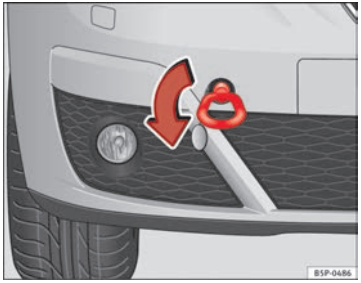
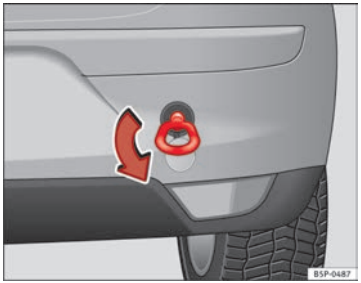

Fig. 204 The front right section of the vehicle: Fitting the front towing eye
Fig. 205 Fitting the towing eye to the rear of the vehicle
– Screw the towing eye as shown by the arrow *anti-clockwise* to the limit position in the front ⇒ fig. 204 or rear ⇒ fig. 205 threaded hole. ■